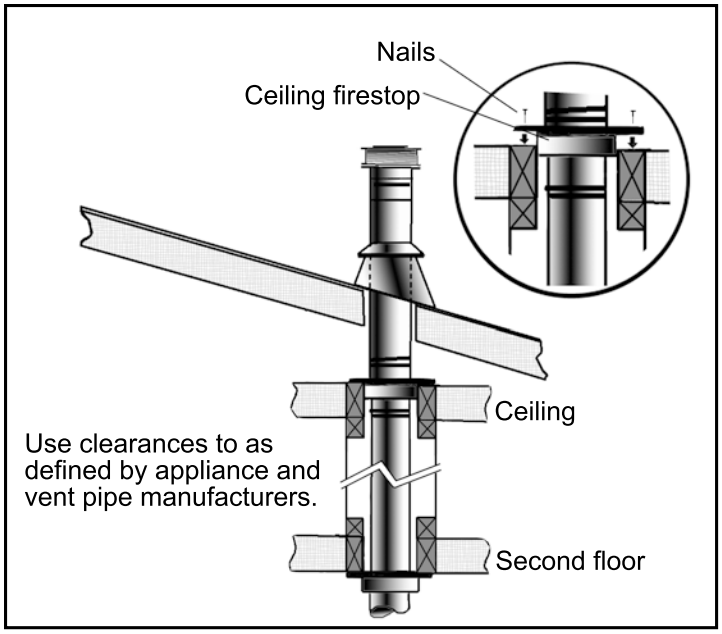

**Figure 32: Multi-Story Vent Pipe Installation.**
**(3)** For multi story installations; a ceiling firestop is required at the second floor, and any subsequent floors (see Figure 32). The opening should be framed to 10" (254 mm) x 10" (254 mm) inside dimensions, in the same manner as shown in Figure 21.